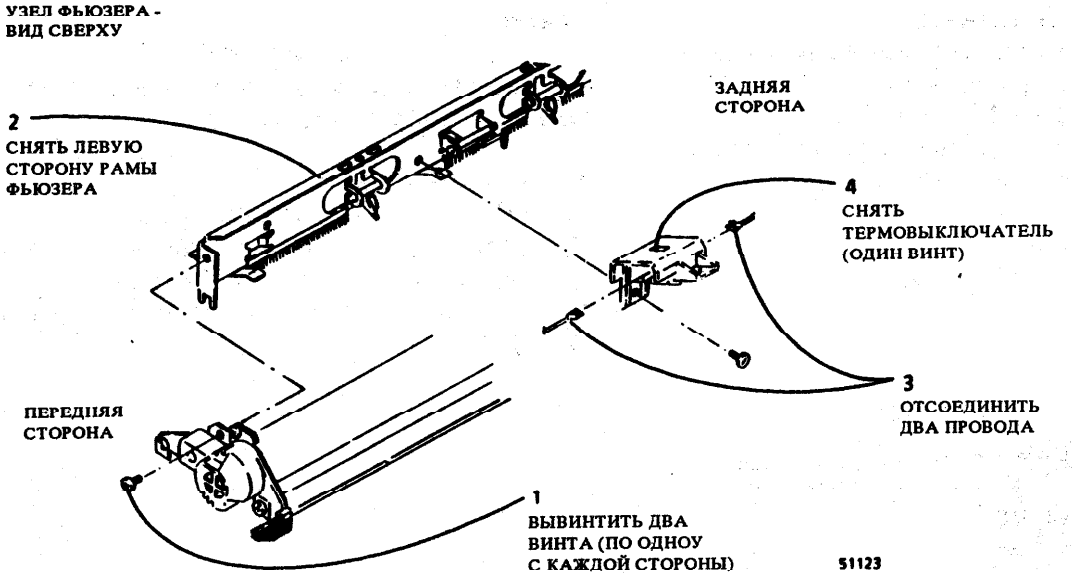

Рис. 2. Снятие термовыключателя
5. (Рис. 2): Снять термовыключатель.